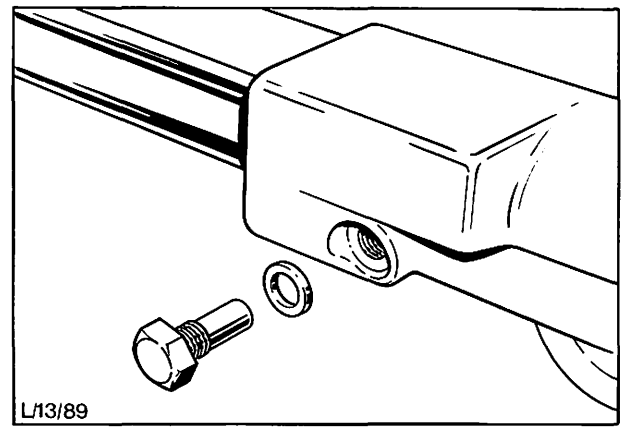

Abb. 31 Führungsstift des Endgehäuses
14. Um die Zahnstangenanordnung auseinanderzubauen, werden zuerst die Führungsstifte aus den Gehäuseenden herausgenommen, Abb. 31.